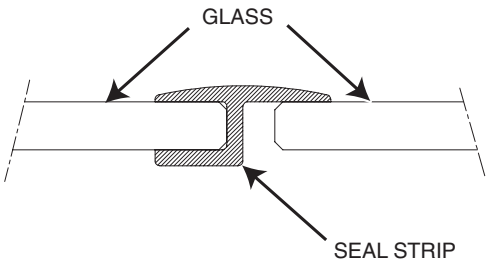

Fig. 20
- For model HUV7P, install the transparent seal strip on the left piece of front glass such that the flap rests on the right piece of front glass (Fig. 20).